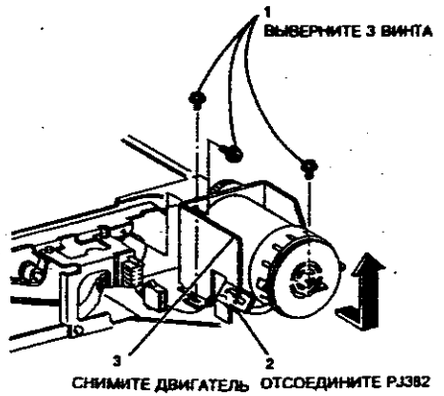

**Рисунок 1. Снятие двигателя привода дуплексного лотка**
2. (Рисунок 1) Снимите двигатель привода дуплексного лотка.